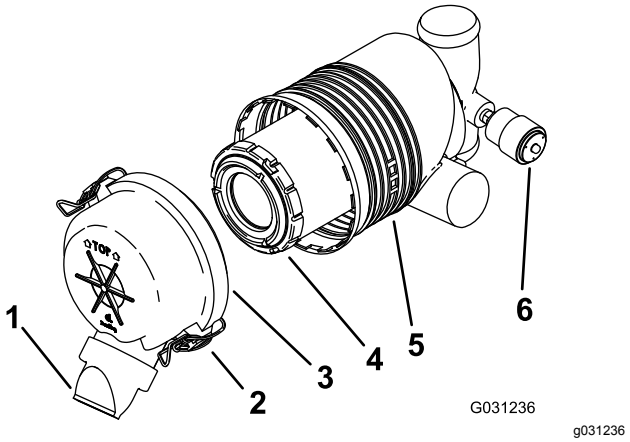

Rysunek 47
Ważne: **Serwis filtra powietrza wykonuj tylko wtedy, gdy wskaźnik serwisowy wskazuje kolor czerwony (Rysunek 47). Zbyt wczesna wymiana filtra powietrza może jedynie zwiększyć ryzyko wprowadzenia zanieczyszczeń do silnika po zdjęciu filtra.**
4. Zwolnij zatrzaski znajdujące się na filtrze powietrza i zdejmij pokrywę filtra powietrza z obudowy filtra (Rysunek 47).
1. Delikatnie wysuń filtr powietrza z obudowy (Rysunek 47).
4. Ostrożnie zamontuj filtr (Rysunek 47).
5. Załóż pokrywę filtra powietrza stroną oznaczoną jako TOP do góry i zabezpiecz zatrzaskami (Rysunek 47).